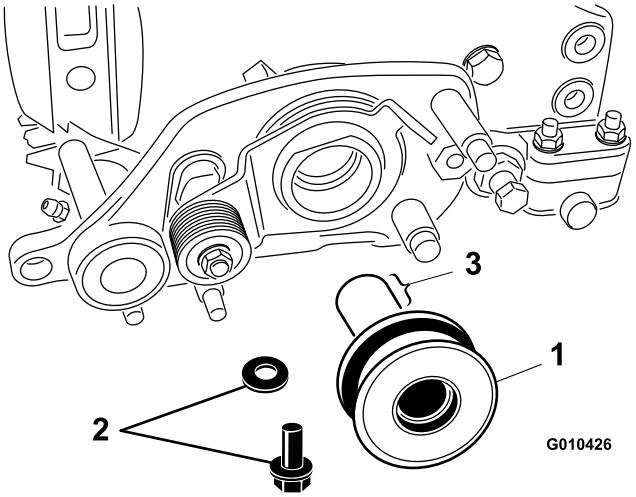

Figur 12
1. Stryk på ett lager fett på skivans invändiga räfflor och ytterkant (Figur 12).
3. Fäst skivan vid cylinderaxeln med en bult (M6–1 x 20 mm) och bricka (Figur 12).